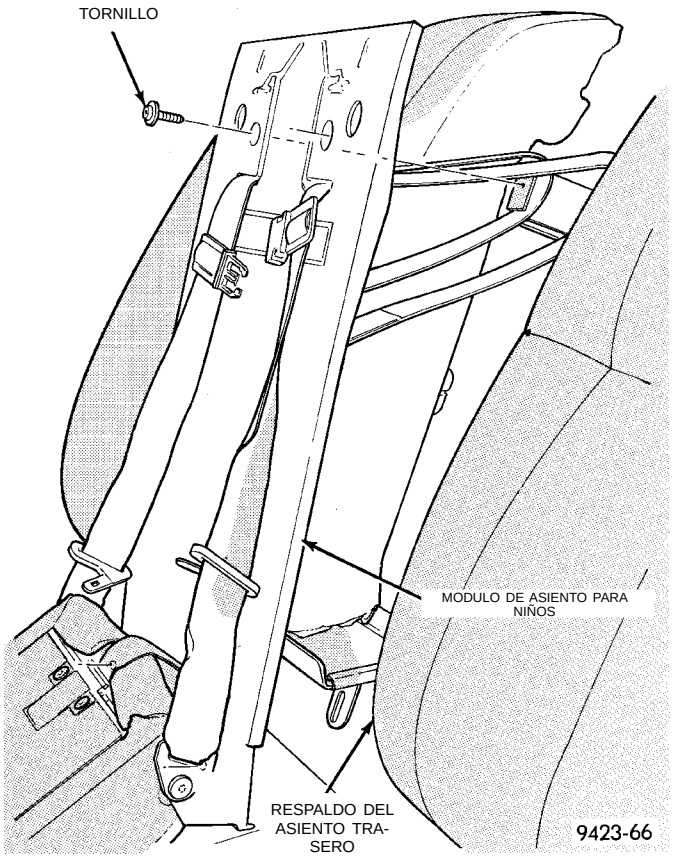

Fig. 5 Módulo de asiento para niños
(1) Retire el respaldo del asiento trasero del vehículo.
(2) Deslice el retenedor del cojín inferior de la canaleta en el cojín del asiento para niños.
(3) Separe el cojín inferior del asiento para niños.
(4) Retire el forro del módulo de asiento para niños.
(5) Desacople los sujetadores de presión que fijan el cojín superior al módulo de asiento para niños sobre los cinturones del hombro.
(6) Retire los tornillos que sujetan la parte superior del módulo de asiento para niños al marco del respaldo del asiento, detrás de los cinturones del hombro.
(7) Retire los tornillos que sujetan la parte inferior del módulo de asiento para niños al marco del respaldo del asiento (Fig. 5).
(8) Separe el módulo de asiento para niños del respaldo del asiento.